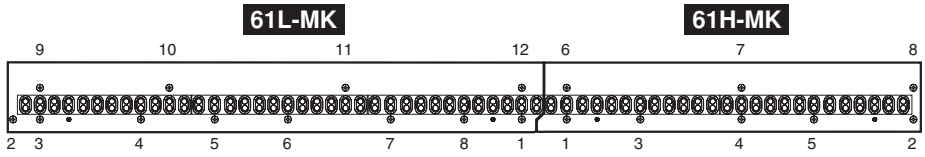

Fig. 12
* ***When installing the circuit board 61L-MK, tighten the screws 1 through 12 in numerical order as shown in the figure "61L-MK" in Fig. 12.***
* ***When installing the circuit board 61H-MK, tighten the screws 1 through 8 in numerical order as shown in the figure "61H-MK" in Fig. 12.***